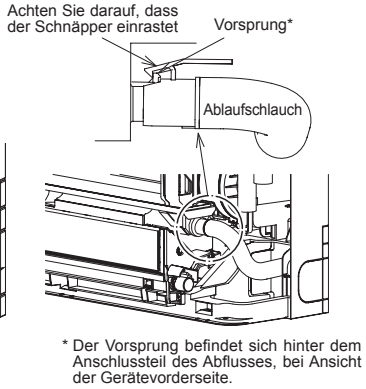

Abbildung 5
- Den Ablassschlauch entlang der Ablaufwanne verlegen. (Abbildung 5) Sicherstellen, daß der Ablassschlauch fest auf der Nase in der Bohrung der Ablaufwanne sitzt.